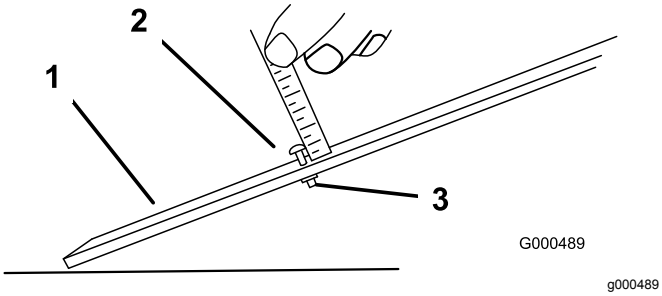

Figur 55
3. Løsn møtrikken på målestangen (Figur 55), og indstil justeringsskruen på den ønskede klippehøjde. Afstanden mellem bunden